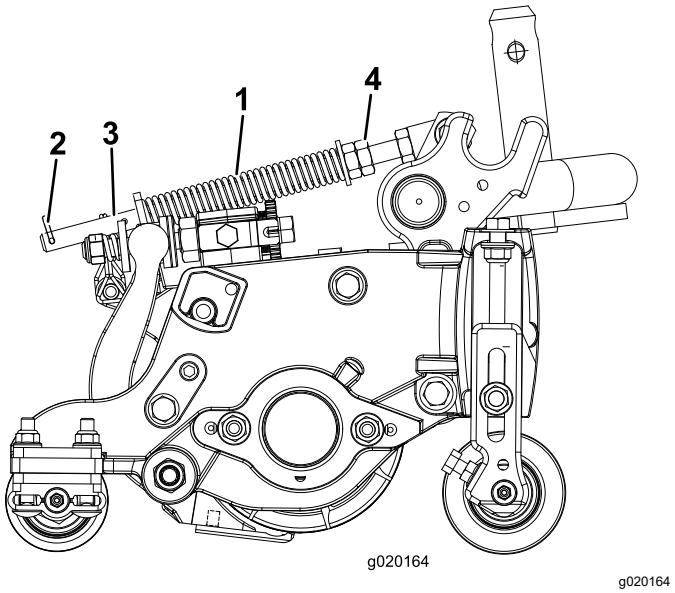

Figur 12
Græskompensationsfjederen (Figur 12) overfører også vægt fra forrullen til bagrullen. Dette medvirker til at reducere dannelsen af et bølgemønster i plænen, også kaldet ondulation.
1. Sørg for, at låseclipsen er monteret i det bageste hul i fjederstangen (Figur 12).
2. Stram sekskantmøtrikkerne på fjederstangens forende, indtil fjederens sammentrykkede længde er 12,7 cm (Figur 12).